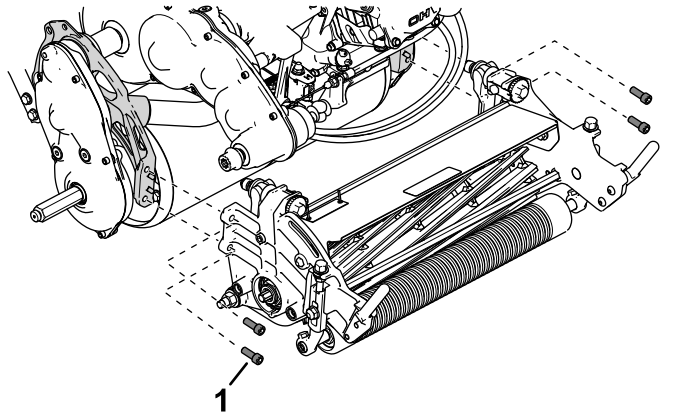

**Figuur 49**
4. Verwijder de inbusschroeven waarmee de maai-eenheid aan het frame is bevestigd (Figuur 49).